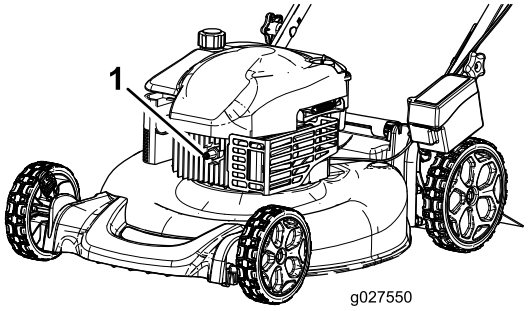

Figuur 21
2. Trek de bougiekabel los van de bougie (Figuur 21) voordat u onderhoudswerkzaamheden uitvoert.